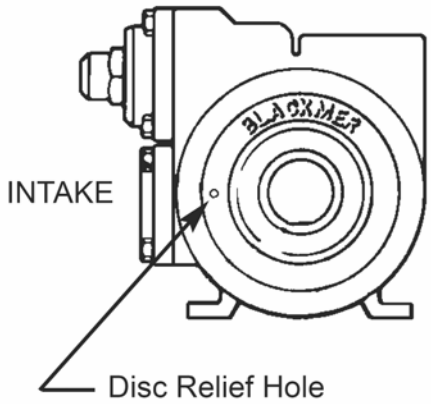

Figure 9 - Disc Relief Hole Location
4. Place the disc (71) against the head (20) with disc relief hole located so that when the head is mounted on the pump with the “Blackmer” name in an upright position, the disc relief hole will be at the pump intake (see Figure 9). Install and tighten the disc machine screws and lockwashers (71A and 71B). The drive tangs of the seal jacket should protrude through the center hole of the disc.